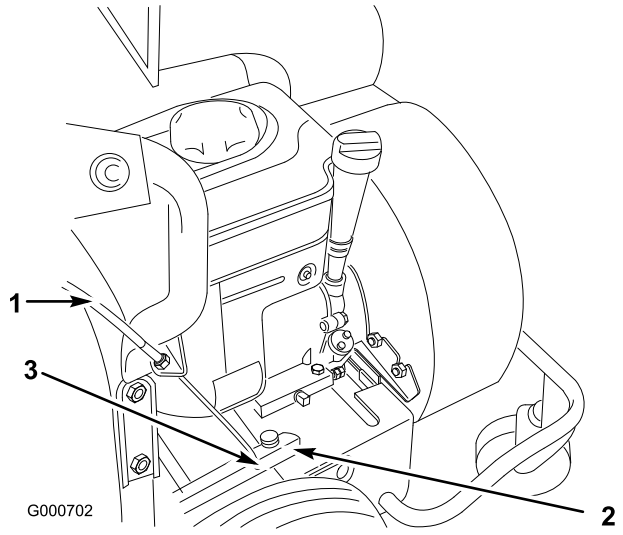

Figuur 5
5. Bevestig het onderste uiteinde (kogeleinde) van de tractiekabel in de spiegleuf in de arm op de kap van de tractie-aandrijving (Figuur 5).
6. Bevestig de kogel in de spiegleuf met een bout(10-32) en een moer (Figuur 5).